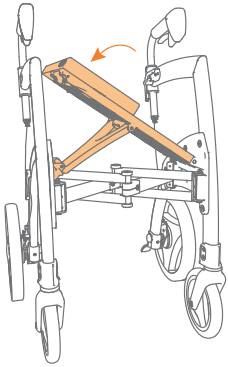

Figure 8: Push the seat down till you hear a click.
b. Push the seat down until it clicks into place. Important: the seat is not secured until you have clearly heard it ‚click' **(Figure 8)**.